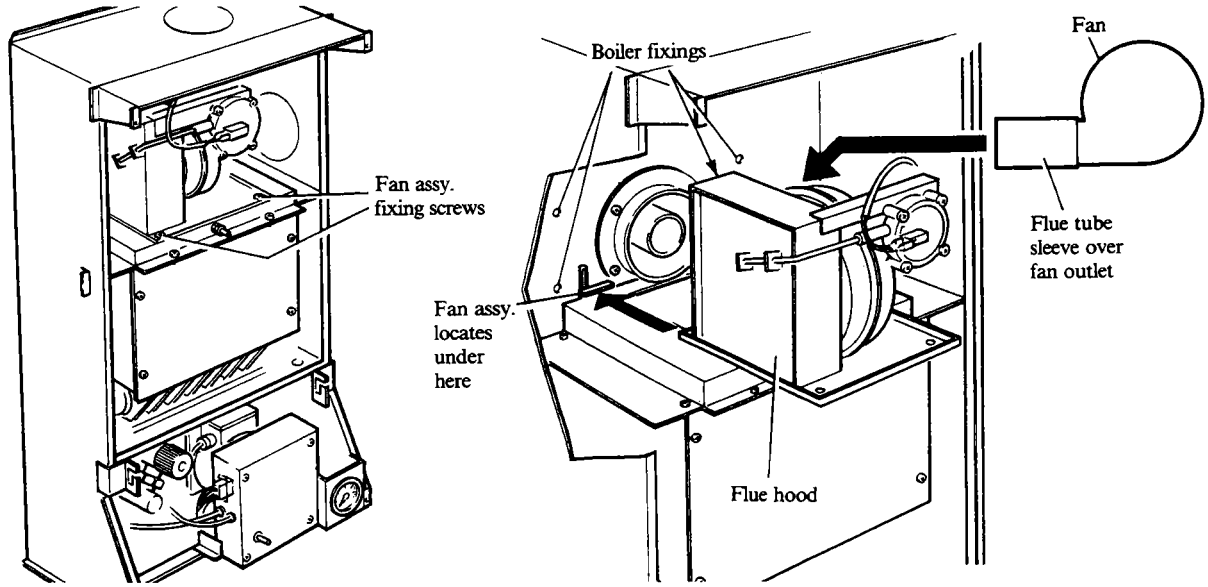

Fig. 14
the fan motor and pressure switch leads. See Fig. 14.
9. With the fan assembly resting on the flue hood push it towards the rear of the boiler, locate the flue tube sleeve on the fan outlet into the inner tube of the flue/terminal assembly and push the fan assembly fully home until the base is located under the returns at the rear of the flue hood, see Fig. 14.